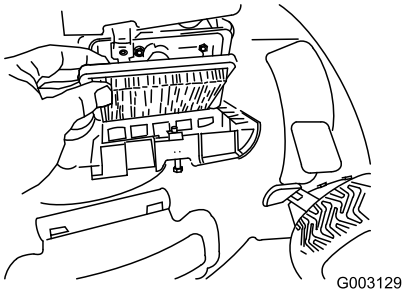

Figuur 36
4. Plaats het deksel terug (Figuur 36).